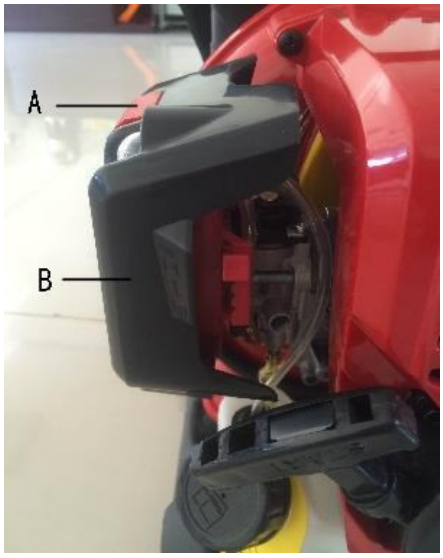

Abb. 20
1. Drücken Sie die Taste **(A),** halten Sie den Luftfilterdeckel fest und entfernen Sie den Deckel **(B)** und den Filter aus dem Luftkasten (Abb. 20).